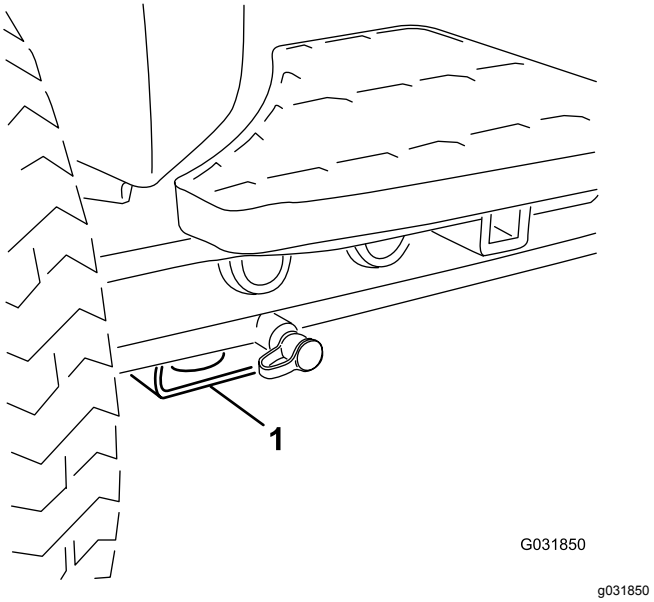

Figur 43
- Fram – fyrkantigt belägg under axelröret inuti båda framdäcken (Figur 43).